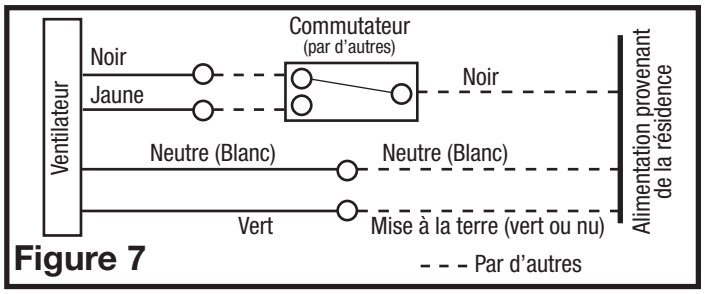

Figure 7
3. Connectez le fil blanc de la maison au fil blanc du ventilateur. Connectez le fil de terre de la maison au fil vert du boîtier du ventilateur **(Figure 7)**. Utiliser des méthodes approuvées pour toutes les connexions